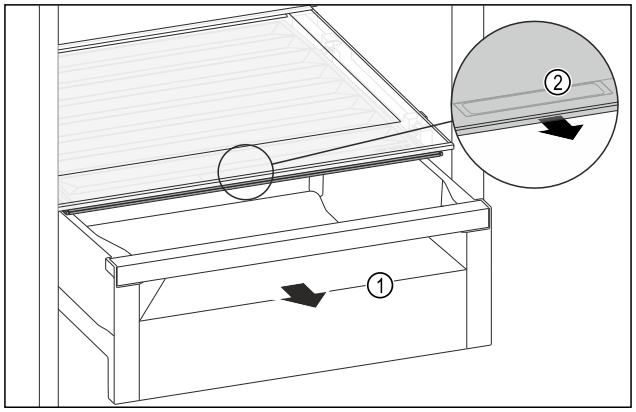

Fig. 183
▶ Extrageți sertarul *Fig. 183 (1)*.
▶ Prindeți mânerul încastrat *Fig. 183 (2)* de la capacul compartimentului și trageți concomitent capacul compartimentului spre partea frontală.